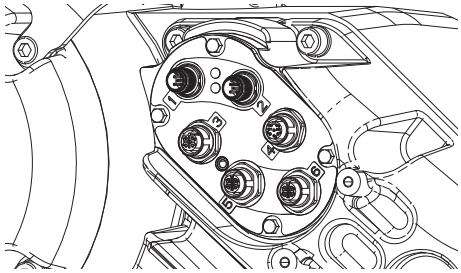

FIG. 40
c. Afloje el prensacables (CG).
d. Retire los cables del alojamiento del controlador tirando de ellos a través del prensacables (CG).
e. Desconecte los cables conectados a los puertos 1-6 del lado del controlador (AB), mostrados en la FIG. 40.